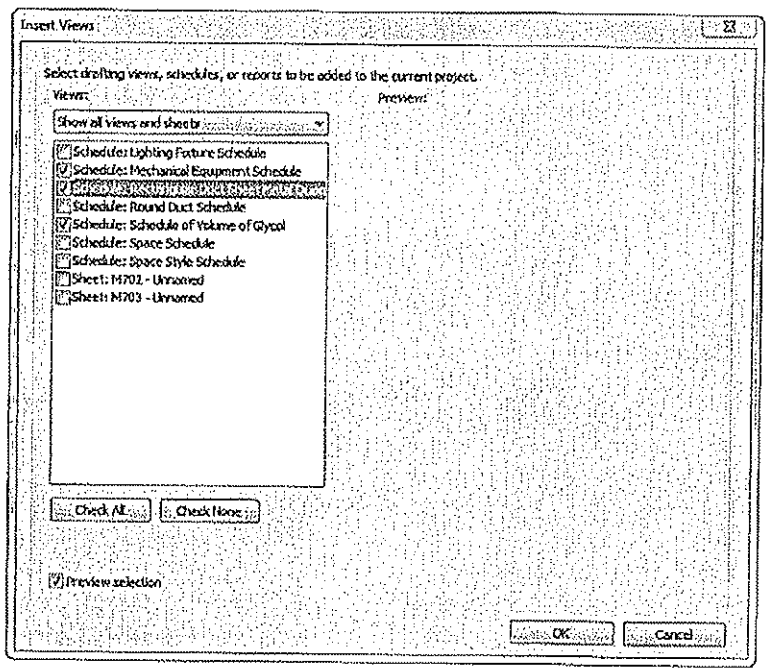

Figure 14–29
3. Select the schedules you want to import, as shown in Figure 14–29.